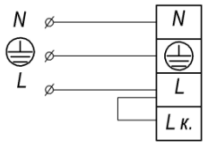
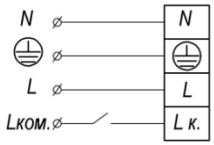

Рис.2
Рис.3
- Присоединить провода питания (L, N и заземляющий провод) к соответствующим зажимам клеммной колодки (рис.2). При наличии коммутируемой цепи необходимо удалить перемычку L-Lк. и подключить коммутируемую фазу к клемме Lк.(рис.3).